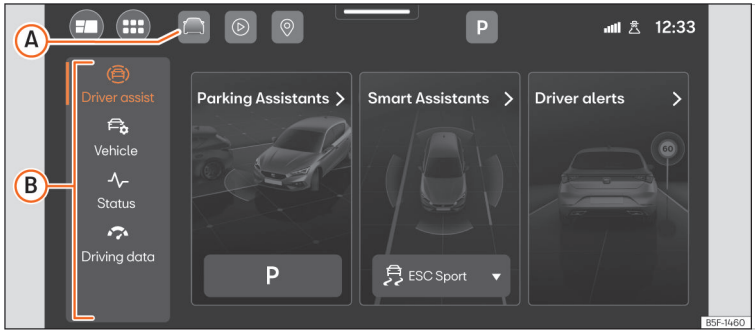

**Fig. 13** Schematic representation: Assistants and vehicle settings
Press ››› **Fig. 13** (A), or **Vehicle settings** in the main menu to open the assistants and vehicle settings menu. Next, clicking on any of the menus located in the left area (B), displays the settings menu or the selected assist systems on the display.